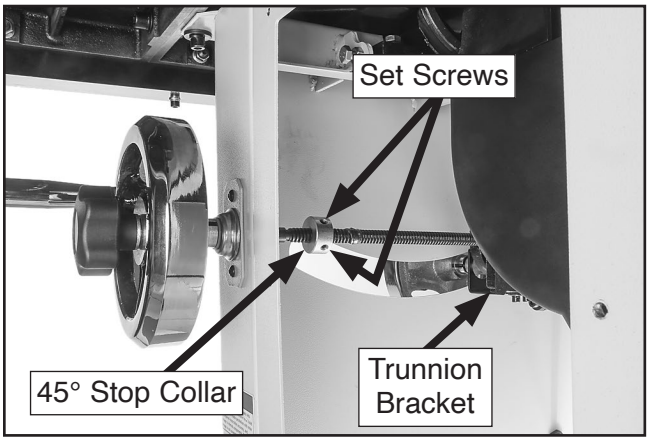

Figure 114. Location of 45° stop collar (right access cover removed).
5. Open right access cover, loosen set screws on 45° stop collar (see **Figure 114**), then turn collar one turn away from trunnion bracket. This will allow you to adjust blade to exactly 45° in next step.